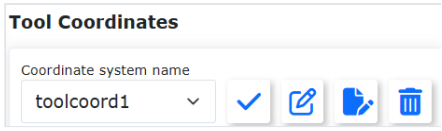

Rys. 13. Ikony przy układzie toolcoord1, od lewej: zastosuj, edycja (kreator kalibracji), zmiana nazwy, wyczyść (dokumentacja FAIRINO, panel po angielsku).
- Ikony przy nazwie układu (rys. 13): ✓ zastosuj, ikona edycji — kreator kalibracji *(Modify)*, zmiana nazwy, kosz — wyczyść. Przy toolcoord0 jest tylko ✓.
1. Wybierz stały punkt odniesienia w zasięgu robota, np. ostry koniec przymocowanego elementu. Wybierz układ (np. toolcoord1) i kliknij ikonę edycji (rys. 13) — otworzy się kreator. Wybierz w nim metodę 6-punktową.